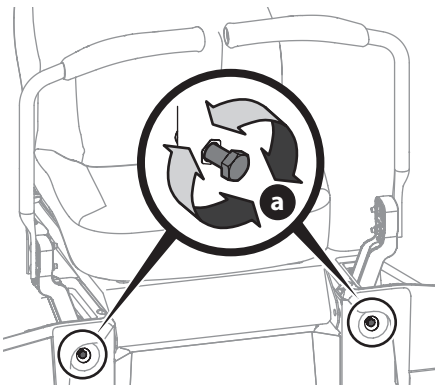

Fig. 40
2. Ubique los pernos del ajuste de detención de las palancas de control de la transmisión de barras de seguridad (a) que están en el frente del marco del asiento (Fig. 40).
3. Para reducir la velocidad de avance, gire los pernos del ajuste de detención de las palancas de control de la transmisión de barras de seguridad (a) en el sentido de las agujas del reloj. Para incrementar la velocidad de marcha hacia adelante, gire los pernos de ajuste de detención de las palancas de control de la transmisión de barras de seguridad (a) en el sentido contrario a las agujas del reloj. Gire los pernos de ajuste de detención de las palancas de control de la transmisión de barras de seguridad (a) en la dirección necesaria 1⁄4 de giro por vez. Después de girar los pernos de ajuste de detención de las palancas de control de la transmisión de barras de seguridad (a), compruebe el ajuste manejando el tractor (Fig. 40).